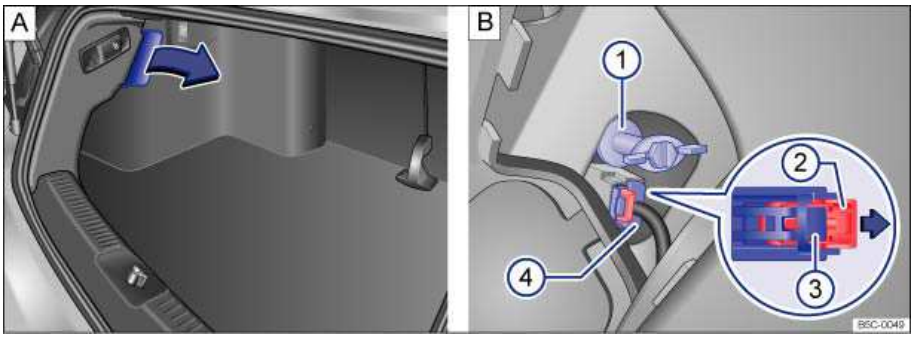

Fig. 184 In the side of luggage compartment: A: Open cover of the rear side panel. B: Removing the taillight assembly.
3.	Open the cover of the rear trim panel ⇒ fig. 184 **A** (arrow). Use the flat blade of the screwdriver from the vehicle tool kit, if necessary. Remove the subwoofer, if necessary
4.	Pull the red locking tab **B** (2) in the direction of the arrow to unlock connector plug **B** (4).
5.	Push the plastic catch **B** (3) to release connector plug. Then pull out connector plug **B** (4)
6.	Unscrew the large taillight fastening screw by hand **B** (1) and carefully remove the taillight assembly from the vehicle body. Take care that the screw does not fall into the vehicle body after disassembly.
12.	Hold the taillight with one hand in the installation position and with the other hand, tighten the taillight fastening screw ⇒ fig. 184 **B** (1).
14.	Plug connector plug **B** (4) into the bulb socket and push red locking tab **B** (2) in the direction opposite to the arrow.